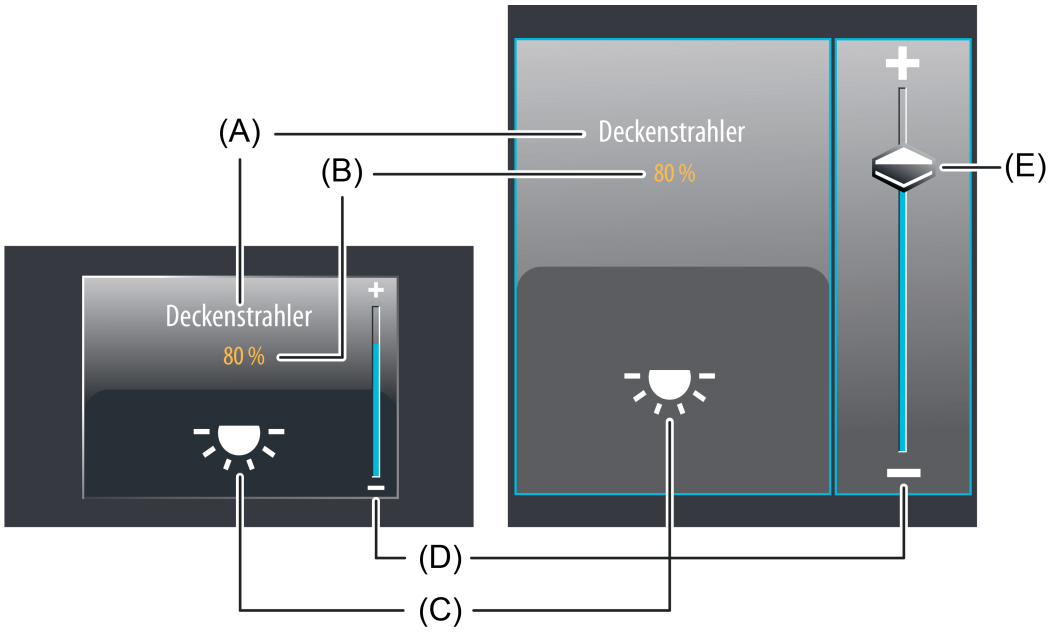

Bild 26: Beispiel für Bedien- und Anzeigeelement der Funktion "Dimmen Helligkeitswert"
Bei der Auswahlbedienung steht neben den Sensorflächen **+** oder **-** zur Bedienung von Schalt- oder stetigen Dimmvorgängen ein Slider (E) zur Verfügung (Bild 26). Über den Slider ist es möglich, grafisch unterstützt direkt Helligkeitswerte vorzugeben. Dazu kann der Slider durch Fingerdruck gesetzt oder kontinuierlich gezogen werden. Zum Setzen des Sliders muss der Sliderbereich an der gewünschten Helligkeitsstufe mit dem Finger berührt werden. Der Slider springt dann unmittelbar an die gewünschte Stelle. Zeitgleich sendet das Gerät den auf diese Weise vorgegebenen Helligkeitswert als Vorgabe auf den Bus aus.
Der Anzeigebereich enthält verschiedene Darstellungselemente (Bild 26), die durch Parameter beeinflusst werden. Jeder KNX Funktion kann in der Konfigurationssoftware eine Bezeichnung vergeben werden (A). Diese Text-Bezeichnung wird im Anzeigeelement zentriert zur Anzeige gebracht, wodurch steuerbare KNX Funktionen für den Anwender kenntlich gemacht werden (z. B. "Deckenstrahler"). Zusätzlich kann unterhalb der Bezeichnung ein Statuswert (B) eingeblendet werden, der entweder abhängig vom Objektwert der Dimmwert-Rückmeldung des angesprochenen Dimmaktors oder alternativ direkt abhängig von der Dimmwertvorgabe des Bedienelementes Helligkeitswerte im Klartext anzeigt ("0...100 %"). Solange nach einem Gerätereset noch kein Rückmeldungs-Objektwert empfangen oder noch kein Helligkeitswert vorgegeben wurde, zeigt der Statuswert "---%" an.